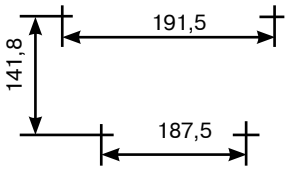

Рис. 7.13
- произведите разметку в соответствии с рис. 7.13;